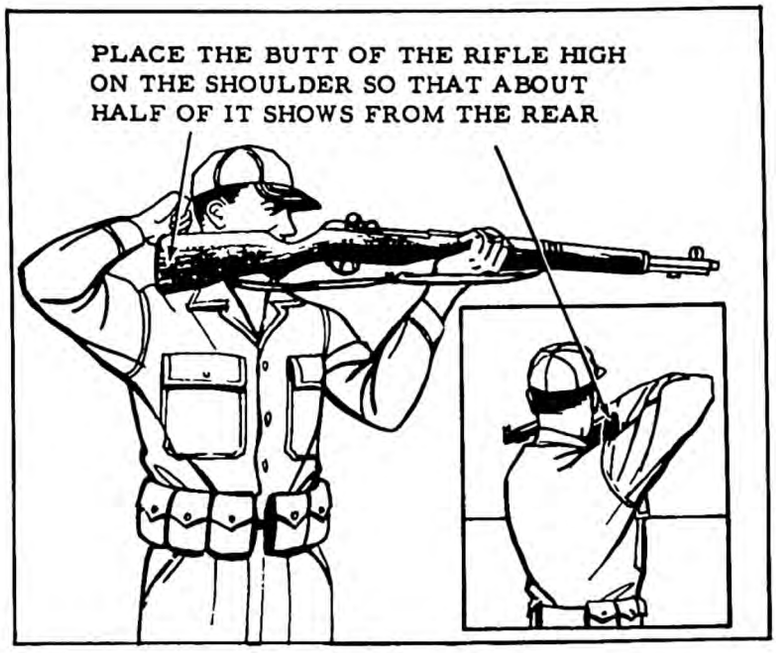
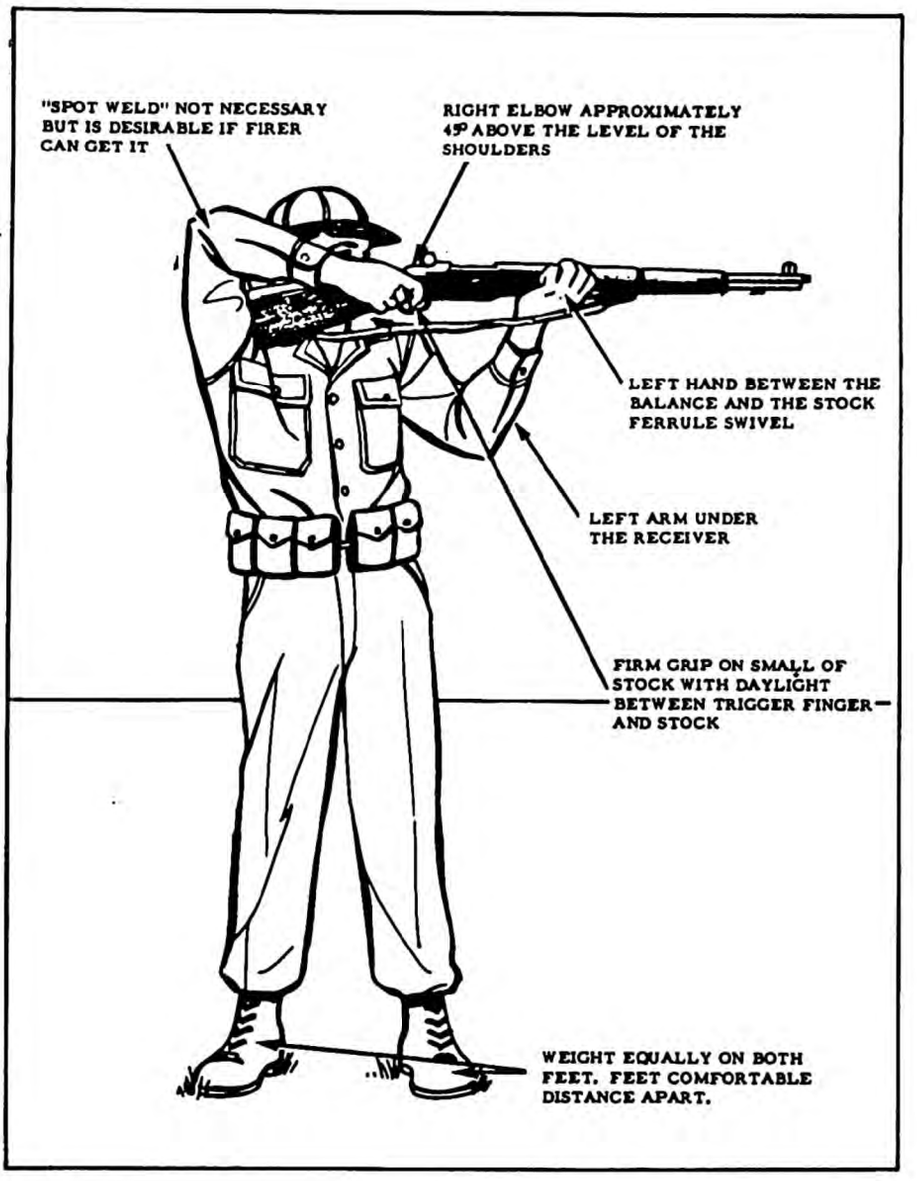

Figure 4-26. Taking the standing position.
Figure 4-27. The standing position.
bring your face downward to meet the stock (fig. 4-26). Raise the right arm high then bend the arm at the elbow until the hand can grasp the stock. The right elbow should be at least shoulder high or higher. Make certain that the hips are level and the weight of the body is evenly distributed on both feet (fig. 4-27).
These are the features of the standing position (figs 4-26 and 4-27):
b. The feet are spread 10 to 14 inches apart (fig. 4-27).
c. The weight of the body rests equally on both feet (fig. 4-27).
d. The left hand may be anywhere between the balance and the stock ferrule swivel, with the rifle in the "V" formed by the fingers and resting on the heel of the hand (fig. 4-27).
e. The left elbow is under, or nearly under, the rifle (fig. 4-27).
f. The butt of the rifle is high on the right shoulder (fig. 4-26).
g. The right elbow is 45° above the level of the shoulder. The right arm and hand do all the holding -- the left arm only steadies the rifle (fig. 4-27).
h. The spot weld of the cheek and the right thumb is used when possible; otherwise, the cheek is pressed firmly against the stock (fig. 4-27).
i. The trigger finger is on the trigger and arched so that it does not bear against the stock (fig. 4-27).